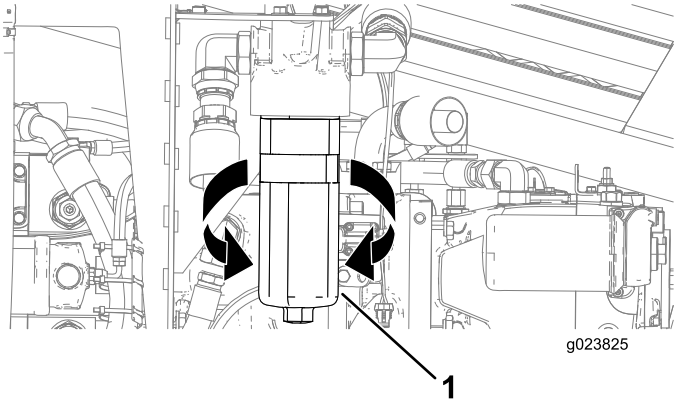

Rysunek 119
3. Umieść miskę spustową lub kilka szmatek pod filtrem ciśnieniowym (Rysunek 119).
4. Obróć filtr hydrauliczny wysokiego ciśnienia w lewo i wyjmij filtr (Rysunek 119).
6. Przyłóż nowy filtr hydrauliczny wysokiego ciśnienia do miejsca osadzenia i obracaj nim w prawo aż do osiągnięcia momentu 61 N·m, jak pokazano na Rysunek 119.